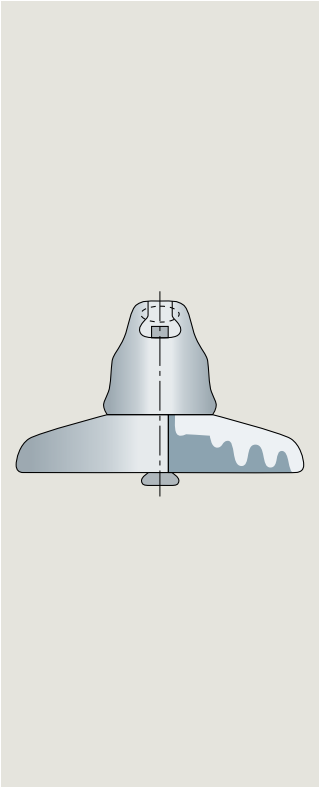

Fig. 2.2-66: Cap-and-pin insulator (above)
- Cap-and-pin insulators (fig. 2.2-66) are made of porcelain or pre-stressed glass. The individual units are connected by fittings of malleable cast iron or forged iron. The insulating bodies are not puncture-proof, which is the reason for a relatively high number of insulator failures.